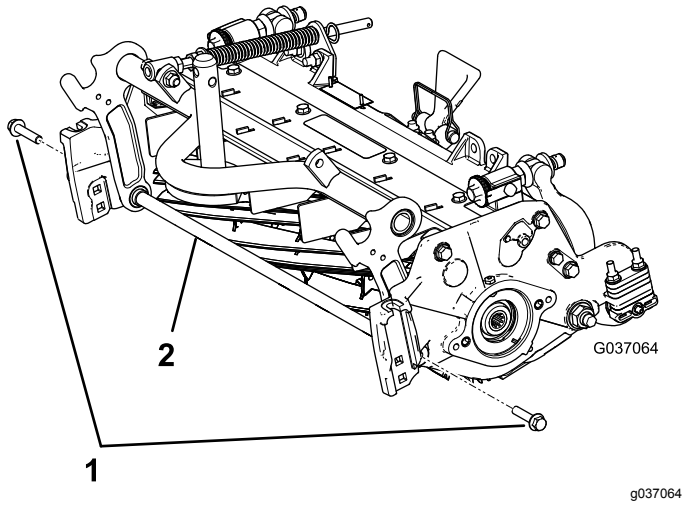

Figur 6
A. Ta bort de två flänsskruvarna som håller fast stödstången, och ta sedan bort stödstången (Figur 6).